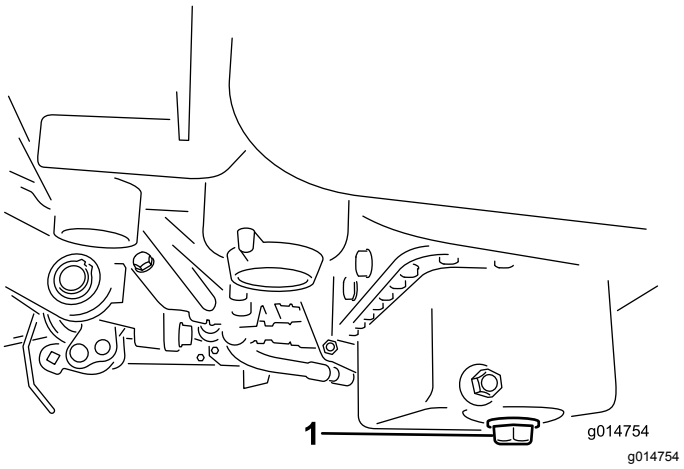

Figur 42
1. Fjern aftapningsproppen, og lad olien løbe ned i en bakke. Monter aftapningsproppen igen, når olien holder op med at løbe (Figur 42).